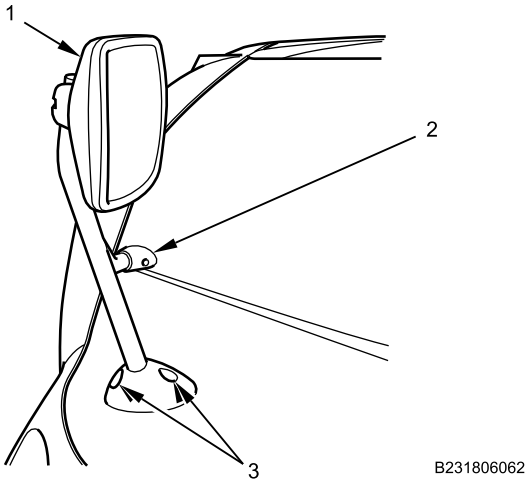

Figure 20. Mirror Assembly.
18. Install mirror assembly (Figure 20, Item 1) with two bolts (Figure 20, Item 3), flat washers, and new locknuts on large mirror support arm.
19. Install washer and new locknut and on small mirror support arm (Figure 20, Item 2).